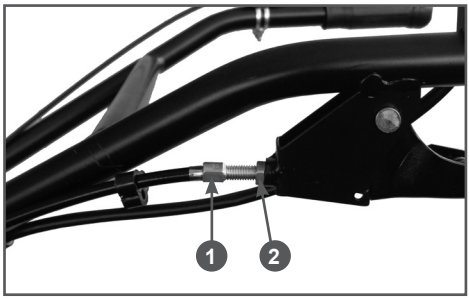

Рис. 41 Регулировка троса включения хода
Если ход троса не соответствует рекомендациям, выполните его регулировку. Винт регулировки троса включения хода находится на кронштейне рычага включения хода (Рис. 41).
1. Ослабьте контргайку 2 (Рис. 41).
2. Закрутите или открутите регулировочный винт 1 при необходимости (Рис. 41).
3. Затяните контргайку 2 (Рис. 41).